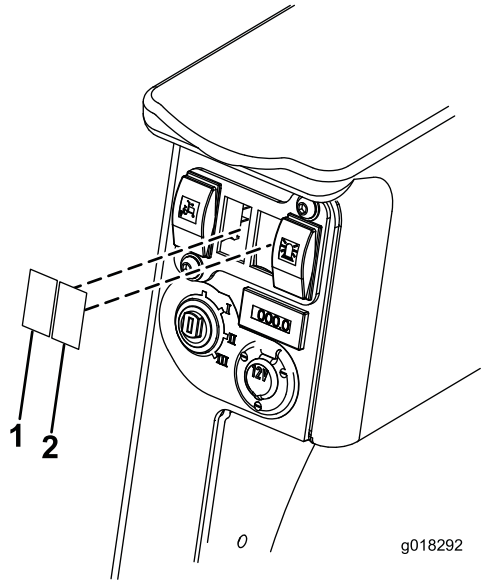

Figure 15
6. Retirez les deux caches d'interrupteur et passez les connecteurs et les fils de l'interrupteur des feux de détresse et d'éclairage par le trou d'interrupteur (Figure 15). Les connecteurs des feux de détresse (connecteur rouge) et d'éclairage (connecteur noir) sont sur les fils courts. Le connecteur des indicateurs de direction est noir et se trouve sur le long fil.